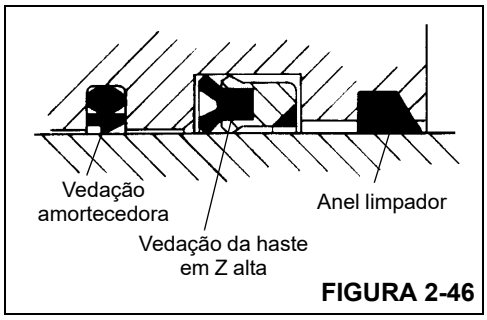

**FIGURA 2-46**
1. Instale os anéis de desgaste, a vedação amortecedora, a vedação da haste e o anel limpador de reposição na parte interna da cabeça (Figura 2-46). Verifique se o entalhe da vedação amortecedora está distante dos anéis de desgaste. Verifique se a ranhura do aro da vedação da haste em Z alta está mais próxima dos anéis de desgaste.